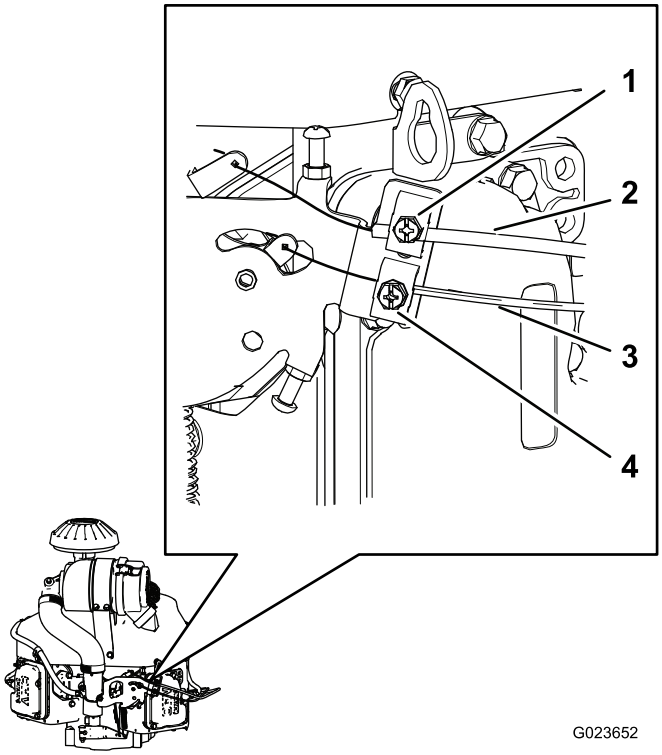

**Figur 66**
1. Lossa klämskruven som fäster gasvajerns hölje vid motorn (Figur 66).
3. Dra upp gasvajerns hölje (Figur 66) tills gasvajern är nästan helt spänd och dra åt klämskruven.
1. Lossa klämskruven som fäster chokevajerns hölje vid motorn (Figur 66).
4. Dra upp chokevajerns hölje (Figur 66) tills chokevajern är nästan helt spänd och dra åt klämskruven.